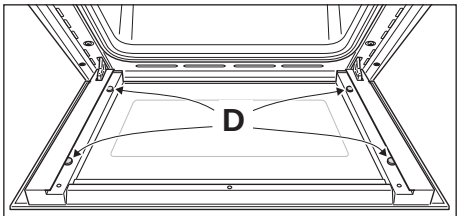

Fig. 8.13a
IMPORTANT: It is advisable, while removing the glass, to keep pressed in position the four rubber pads "**D**" (fig. 8.13a), by a finger, to avoid breakage or slippage of the rubber pads themselves.
- Check that the four rubber pads are in place ("**D**" in fig. 8.13a).